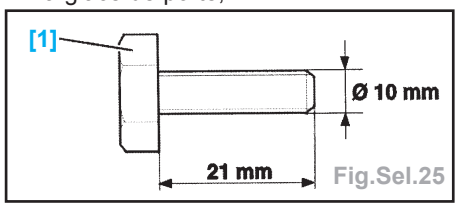

Fig.Sel.25
- A réaliser : une vis **[1]** M10 de 21 mm (Fig.Sel.25).